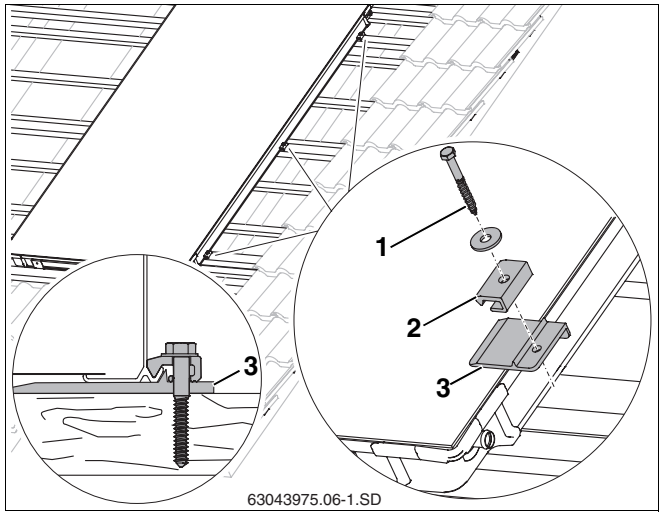

Abb. 25 Ersten Kollektor auflegen und verschrauben
- Kollektor leicht anheben und die rechten Unterlegplatten (Abb. 25, **Pos. 3**) auf der 2. und 3. zusätzlichen Latte sowie mittig des Kollektors auf einer vorhandenen Latte soweit unter den Kollektor schieben, dass die Erhebung gegen die Kollektorkante unten stößt.
- Für die Schraube (Abb. 25, **Pos. 1**) muss mit einem 4 mm Bohrer vorgebohrt werden.
- Die einseitigen Niederhalter (Abb. 25, **Pos. 2**) mit Schraube 6×40 (Abb. 25, **Pos. 1**) und Unterlegscheibe befestigen (Schlüssel SW 10 verwenden).